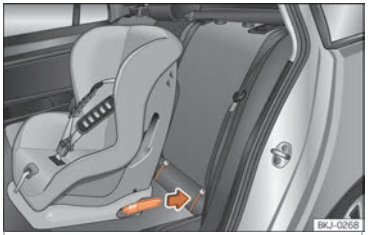

Fig. 25 Bancos traseiros: colocação da cadeira de criança com sistema ISOFIX.
- Engate a cadeira de criança nas argolas de retenção «ISOFIX/iSize» até se ouvir o seu encaixe ››› Fig. 25. Se a cadeira de criança dispuser de fixação Top Tether*, encaixe-a no respetivo anel ››› **Página 38**. Seguir as instruções do fabricante.